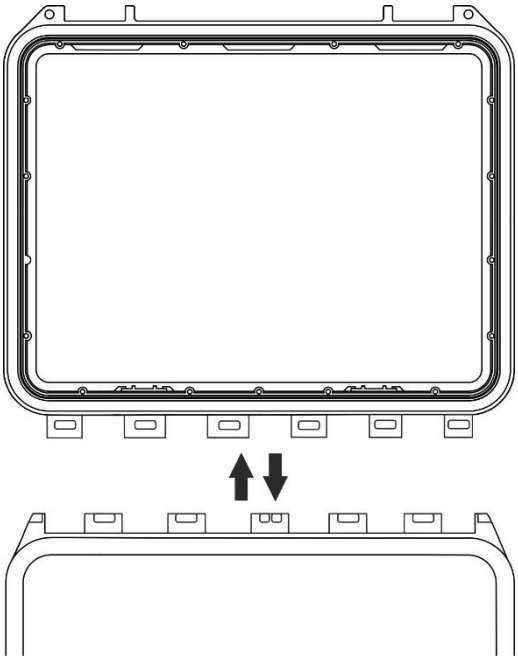

Fig. 7: Retirada de la tapa de la maleta del instrumento – Paso 3
3. Retire la tapa de la maleta de la base como se muestra en la Fig. 7